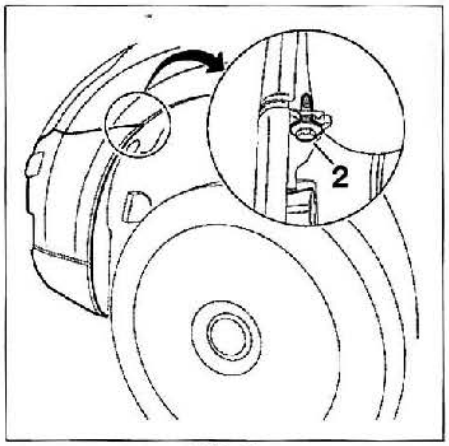

FIG. 4
• En ambos lados, desmontar el tornillo de fijación (2) **(fig. 4)**.